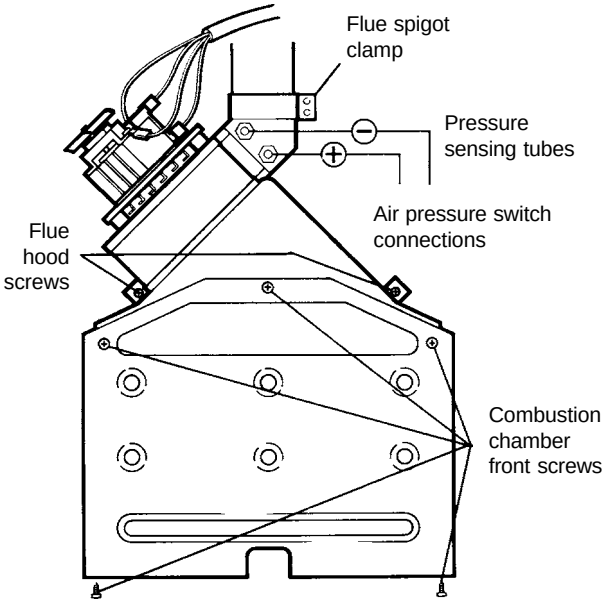

Fig. 21
8.9 FAN - Fig. 21
Alpha 240XP - Connect the fan wiring, blue to terminal 'MIN', brown to terminal 'MAX' and black to terminal 'COM'. Ensure the pressure tubes are connected correctly (see Fig. 21). (and **+** marked on the fan outlet), and that the bottom of the combustion chamber cover is located in the burner.